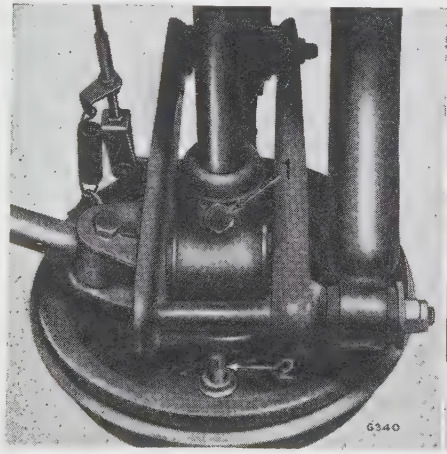

Fig. 17
Remove the plug (1) (Fig. 17) and fit a grease nipple. Using a grease gun, pump until grease exudes from the bearing. Remove the nipple, replace the plug and wipe away surplus grease.
Rear Brakes—Adjustment (Fig. 17, page 26)